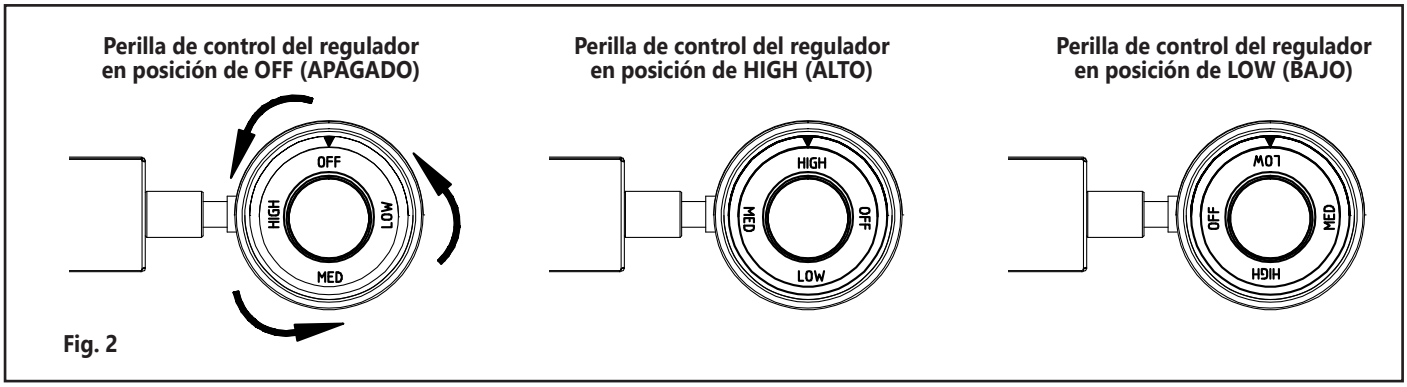

Fig. 2
2. Presione la perilla del regulador hacia adentro y gírela 270 grados (o 3/4 de giro) en el sentido opuesto a las manecillas del reloj a la posición de High-Alto (Fig. 2). Note la marca indicadora triangular en la carcasa del regulador plateada.